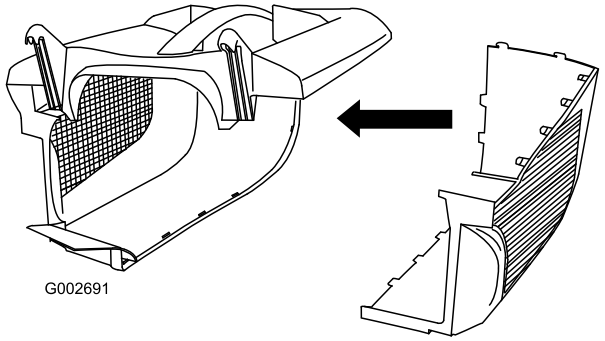

Figuur 8
2. Schuif de andere zijkant in de vergrendelingen in de bovenkant en zet de achterzijde van beide zijkanten aan elkaar vast (Figuur 8).